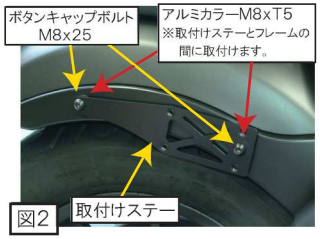

図2
2. 取り付けステーをボタンキャップボルトM8x25・アルミカラーM8xT5で取り付けます。（図2参照）